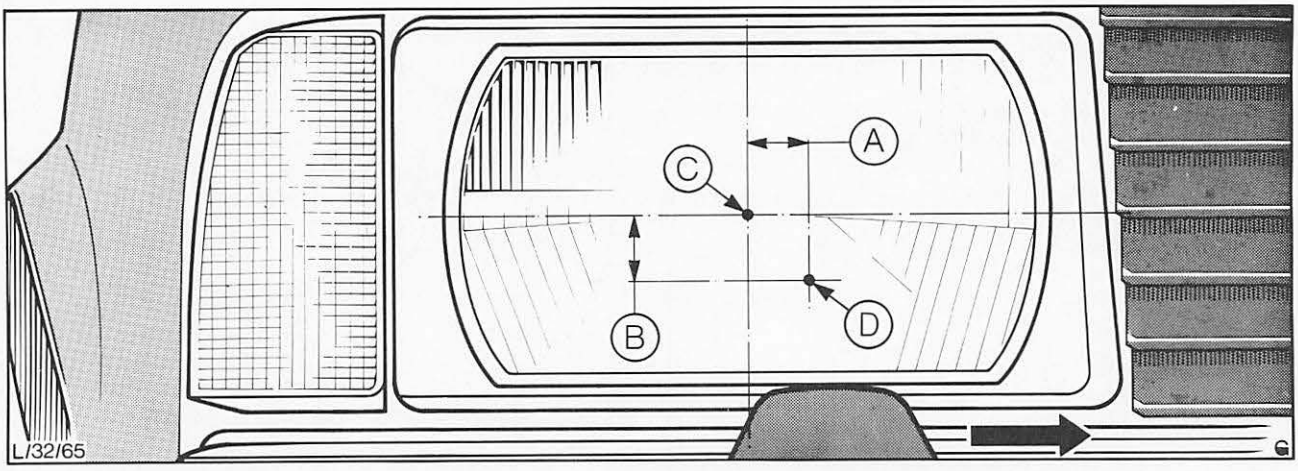

Abb. 36 A = 31,0 mm B = 28,0 mm C = Mittelpunkt – Scheinwerferglas D = Zielpunkt der Spritzdüse am Glas (Breite 170 mm)
b) Vom Mittelpunkt des Scheinwerferglases 28 mm nach unten und 31 mm zur Fahrzeugmitte hin messen und diesen Punkt mit weichem Buntstift markieren, Abb. 36, D.